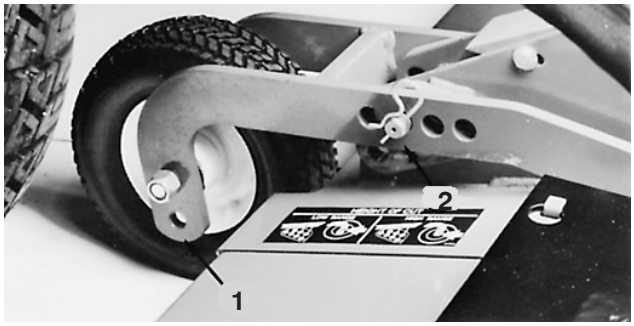

Figure 72
1. Adjust cutting unit to highest height–of–cut. Position castor wheel axles in lower castor fork holes (Fig. 72 and 73). If checking front cutting unit, reposition two rear castor's clevis pins to highest height–of–cut setting (Fig. 72). On the front castors, move all castor spacers to the underside of the castor arms (Fig. 72). To check outboard units, move all castor shaft spacers to the underside of the castor arms and castor wheel axles to lower castor fork holes.